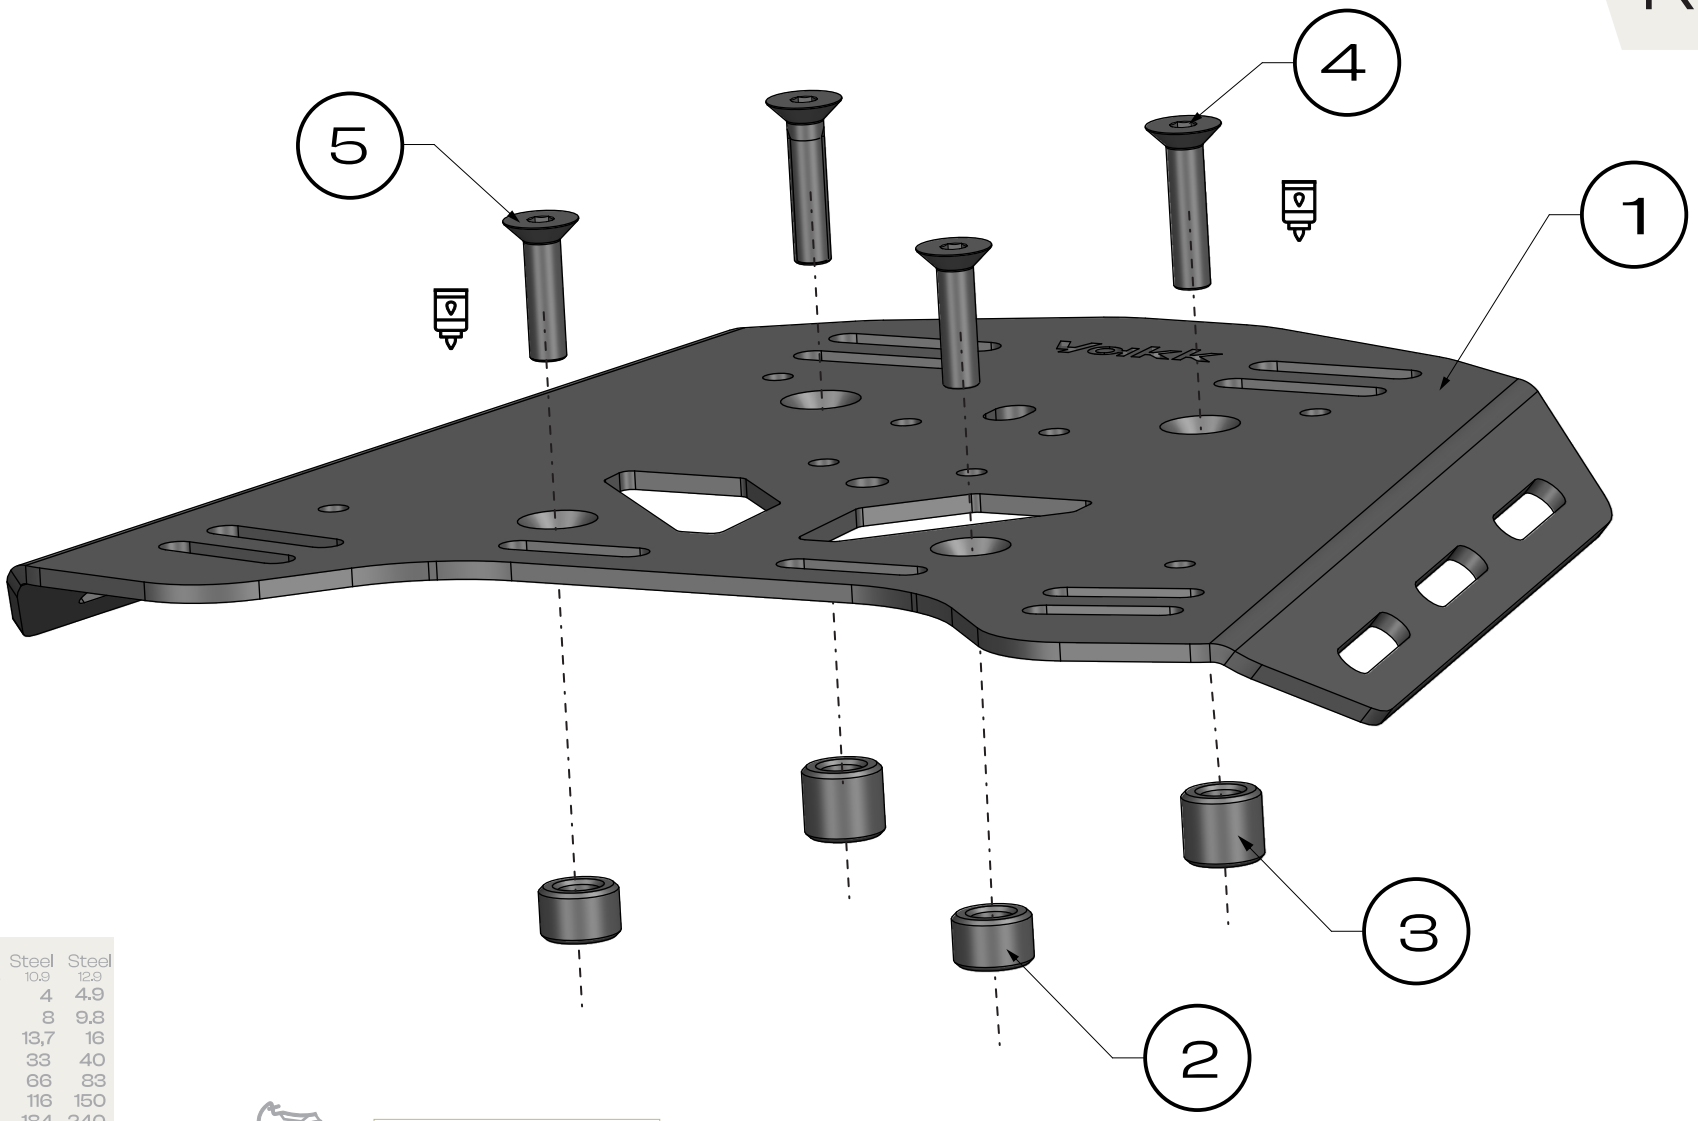

Fig. 1
1. Unscrew the screws and remove the OEM rack. **[Fig. 1]**
2. Insert the spacer sleeve **[2]** and [3] into the mounting point. **[Fig. 1]**